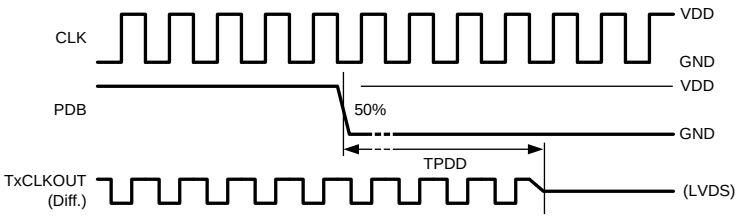

**Figure 9. Transmitter Power Down Delay**
| TPPD | Transmitter Power Down Delay | Figure 9 (2) | | | 100 | ns |
(1) Parameter is guaranteed by characterization and is not tested at final test.
(2) Parameter is guaranteed by design and is not tested at final test.